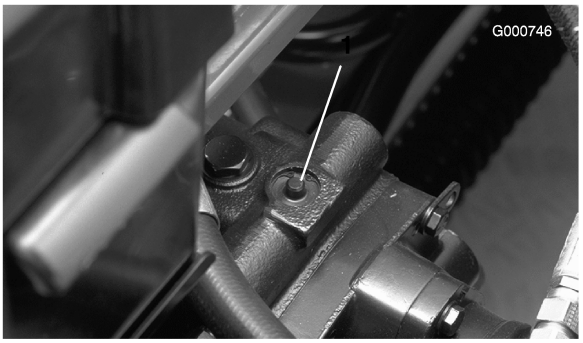

Figur 25
1. Omløbsventilen sidder oven på pumpen med variabel slagvolumen (Figur 25). Drej ventilen 90° i den ene eller den anden retning for at åbne den og lade olien løbe om internt.